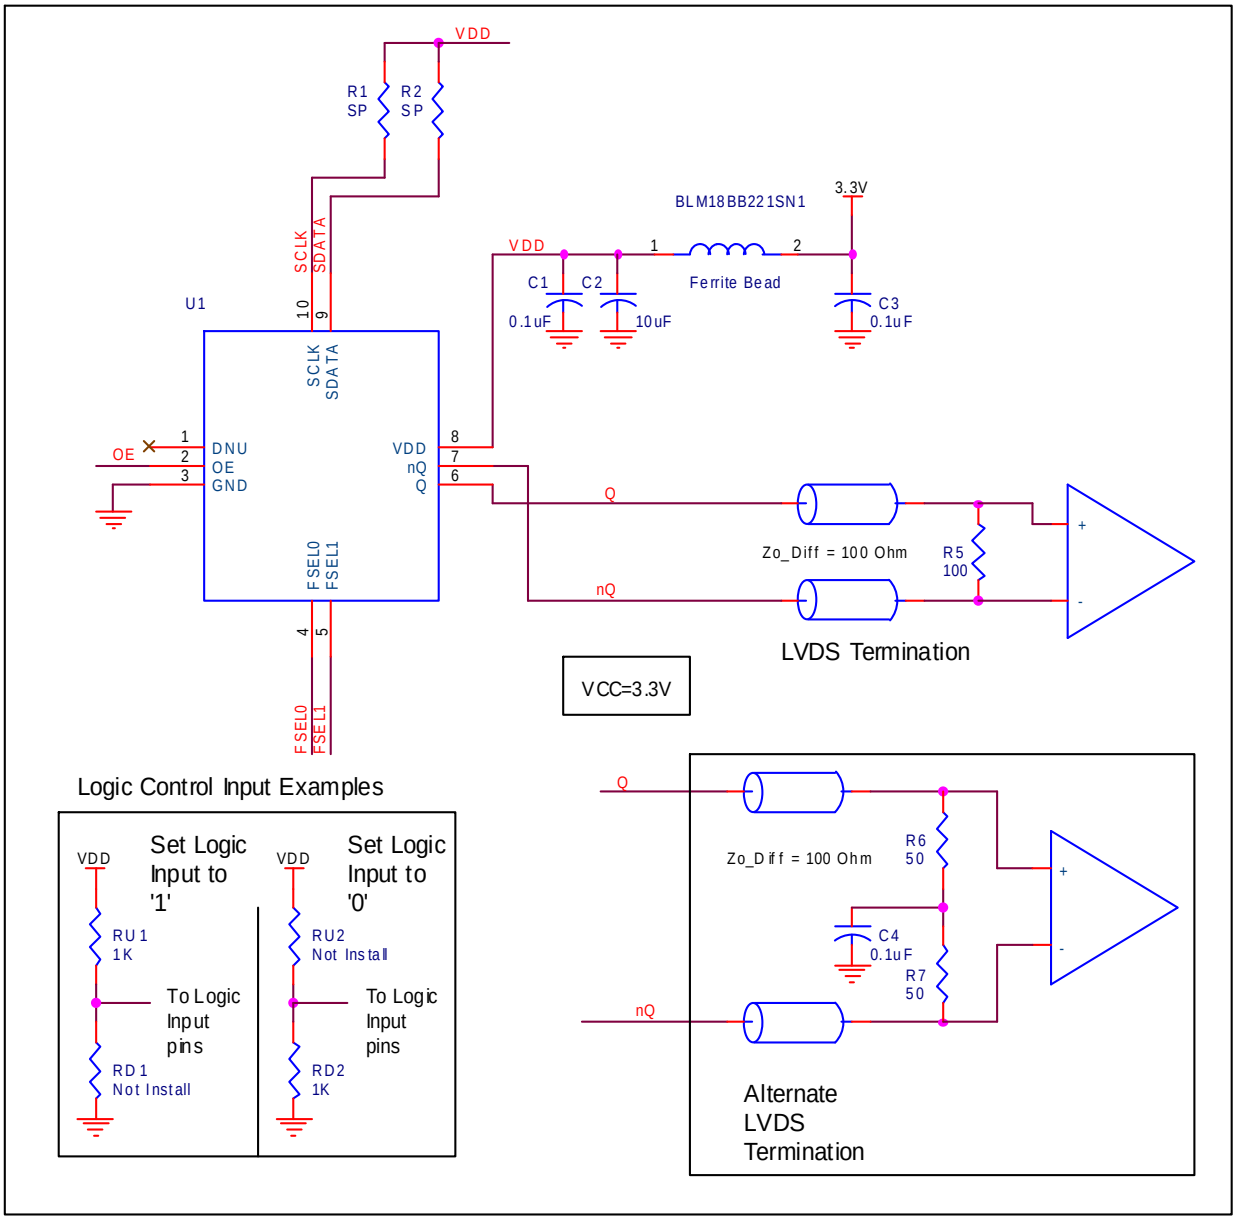

**Figure 2. IDT8N4Q001 Application Schematic**
*Figure 2* shows an example of IDT8N4Q001 application schematic. In this example, the device is operated at $V_{DD}$ = 3.3V. As with any high speed analog circuitry, the power supply pins are vulnerable to noise. To achieve optimum jitter performance, power supply isolation is required.